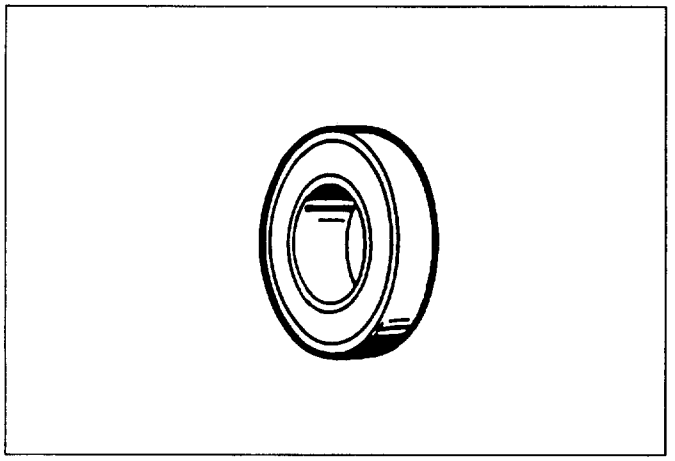

Fig. 6D2-29
- Measure inner diameter of bushing in the rear cover, and replace if it exceeds the limit. (Fig. 6D2-30)